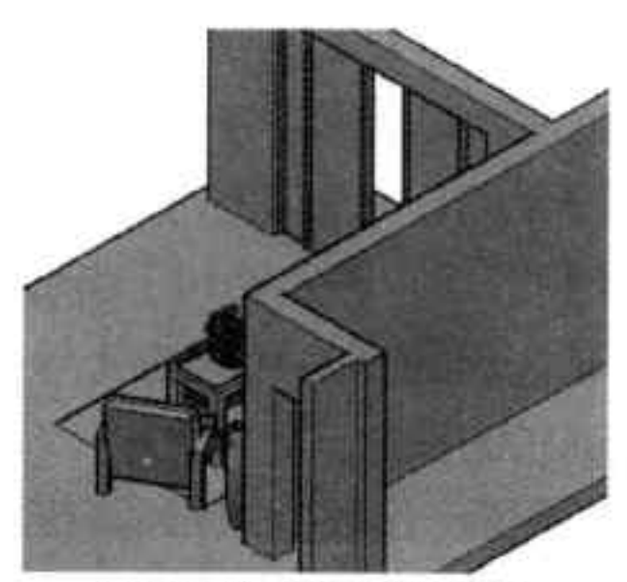

图11-18 客厅西北视图
- 西北等轴测：该视点是从西北方向以等轴测方式查看模型，如图11-18所示。